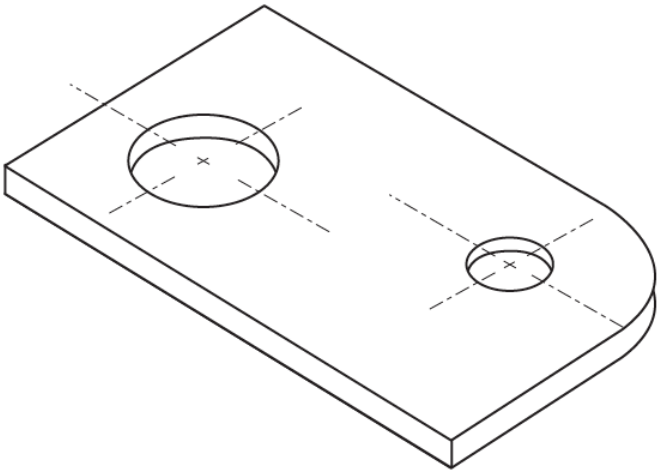

Figure 6.4.1: Gasket
1. Sketch one orthographic view of the object shown pictorially in Figure 6.4.1. Remember that the holes in the gasket are circular (not elliptical as they appear in the three-dimensional sketch shown). Add a title block with the following: